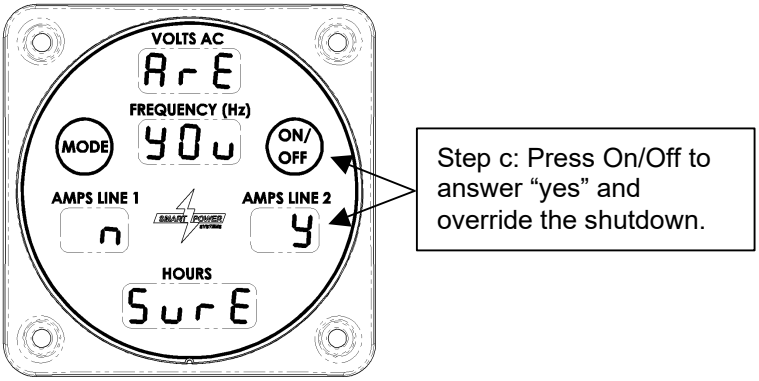

Figure 24 – Low Oil Fault Override Confirmation
c. If your answer was “yes” in the previous step, the confirmation screen shown in Figure 24 will be displayed. Again, note the y and n labels below the Mode and On/Off switches. Press the On/Off switch to answer “yes” and override the shutdown. Press Mode to answer “no” and proceed to the oil temperature display.